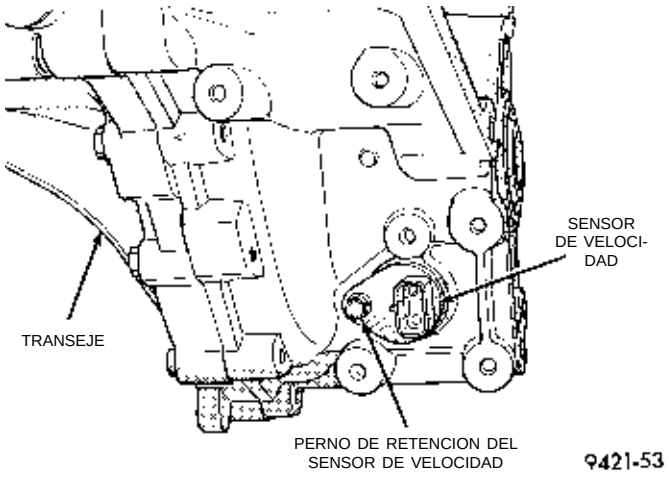

Fig. 18 Perno de retención del sensor de velocidad
(3) Retire el perno de retención del sensor de velocidad (Fig. 18).
(4) Retire el sensor de velocidad del transeje.